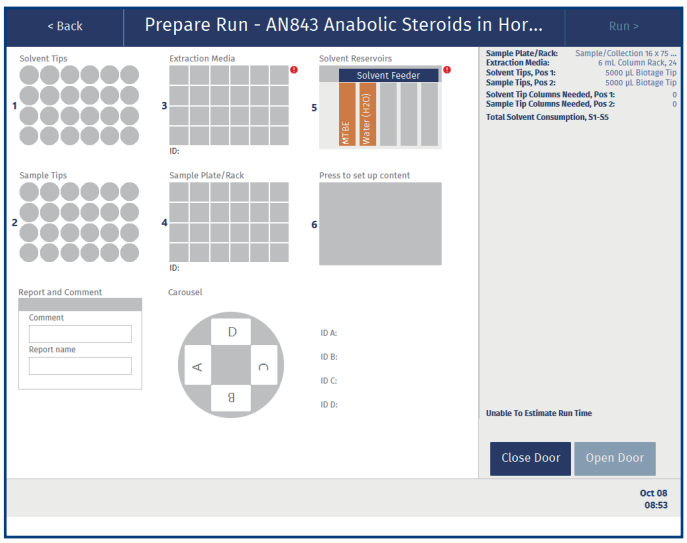

图 45. Prepare Run 视图中的运行检查表。更改设置后，信息将更新。
10. 将萃取支架装载到工作区的位置 **3**。确保使用的支架类型正确；请参阅 **Prepare Run** 视图中的运行检查表（请参阅图 45）。
10. 将 DFE 小柱吸头装入吸头支架。确保使用的 DFE 小柱吸头类型正确；请参阅 **Prepare Run** 视图中的运行检查表（请参阅图 45（第 32 页））。
18. 确保溶剂瓶 (S1-S5) 包含运行所需的必要溶剂量；请参阅 **Prepare Run** 视图中的运行检查表中的 **Total Solvent Consumption** (请参阅图 45 (第 32 页))。